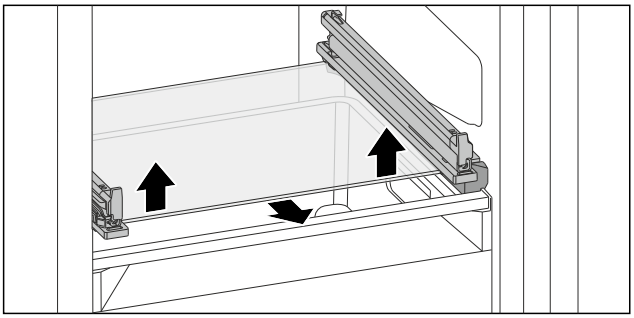

Fig. 133 Placa de sticlă a sertarului înclinabil
▶ Apăsați placa de sticlă de jos în sus pe ambele părți. (vezi Fig. 133)